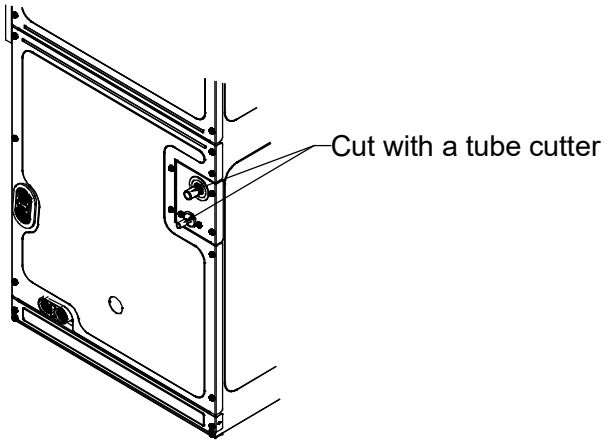

Figure 13
- Cut off the pipe end with a tube cutter. (Both liquid line and gas line.) All cut ends are to be round, burr free, and clean. Failure to follow this practice increases the chances for refrigerant leaks. The suction line is spun closed and requires tubing cutters to remove the closed end (See Figure 13).